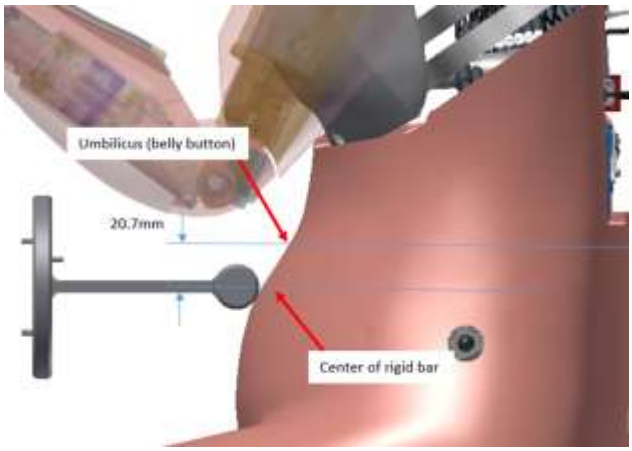
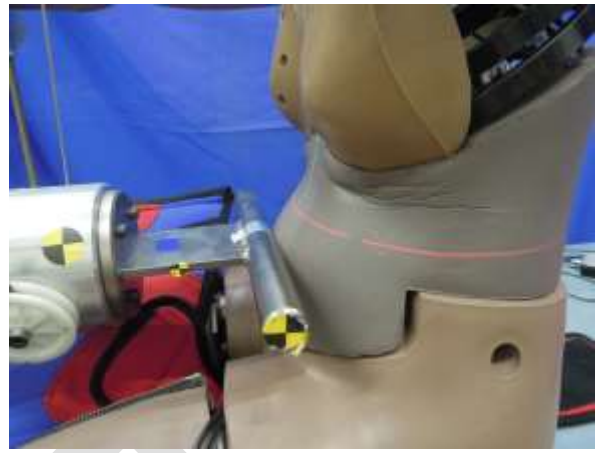

Figure 6-2. Lower abdomen impact loaction
Figure 6-3. Vertical alignment of impact location using laser.
6.5.7 Adjust the table height or impactor height so that the vertical center of the impact face is 20.7 ± 1.0 mm below the umbilicus detent (Figure 6-2 and Figure 6-3).